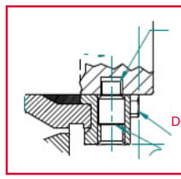

rysunek 1
8) Obrócić wał ręcznie w kierunku obrotów maszyny. Posłuchać i wyczuć, czy wał nie jest blokowany itp. (rysunek 1)